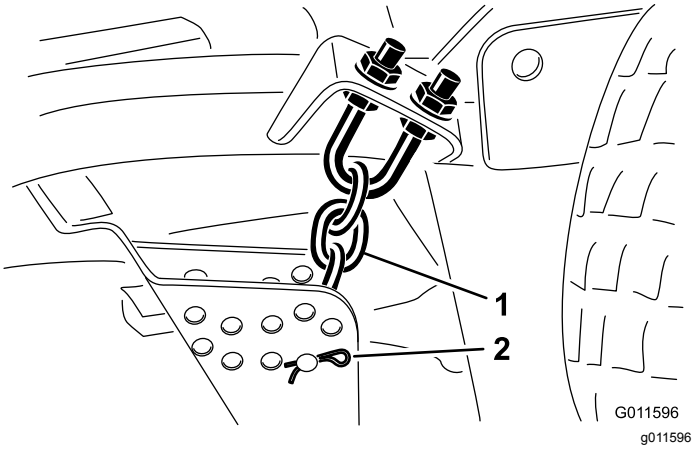

**Figur 24**
9. Fjern hårnålssplinten og ringstiften som fester klippehøydekjedene til bakre del av klippeenheten (Figur 24).